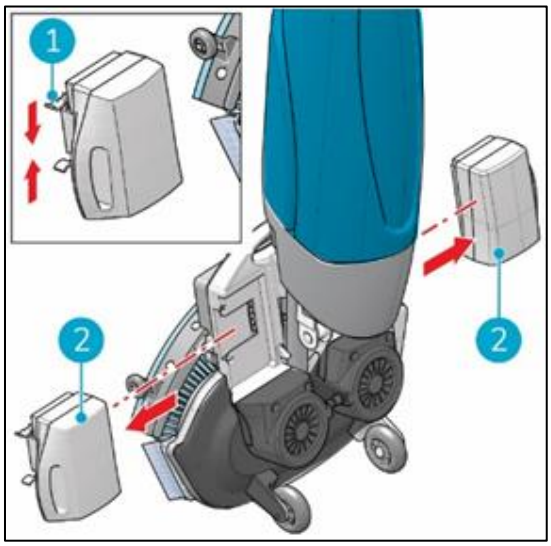

Figure 32
3. Press the retaining clip inwards (Figure 32, pos 1)Battery will lift from its anchor, pull the battery away (Figure 32 ,pos 2).